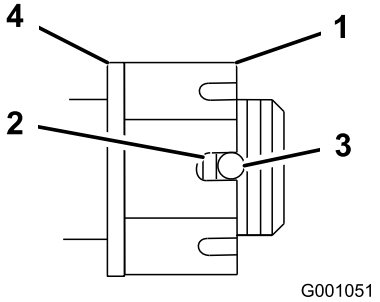

Figur 56
4. Spænd møtrikken med udskæring til 170 Nm (Figur 56).
5. Kontroller afstanden fra bunden af udskæringen i møtrikken til hullets indvendige kant. To gevind eller mindre skal være synlige (Figur 56).
7. Spænd møtrikken med udskæring til 170 Nm (Figur 56).
8. Spænd møtrikken, indtil næste sæt udskæringer rettes ind med hullet i akslen (Figur 56).